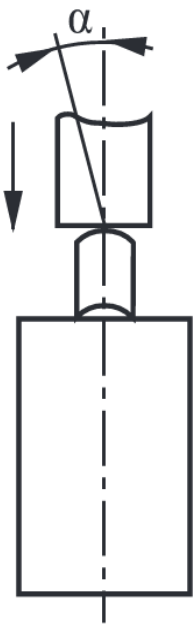

Рис.6. Толкатель
1.1.9. Форма управляющих упоров и требования, предъявляемые к ним, приведены на рис.6 и 7.